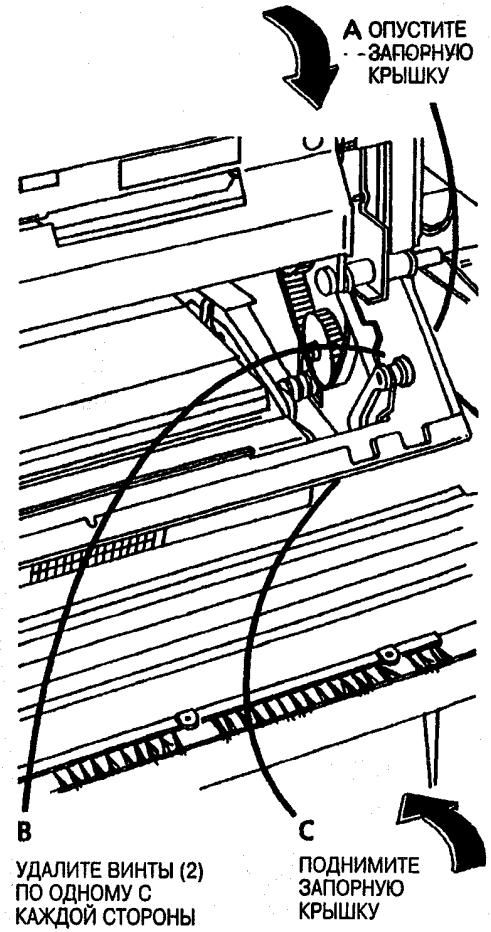

Рис. 4. Удалите запорные стержни
8. (Рис.4): Удалите запорные стержни.